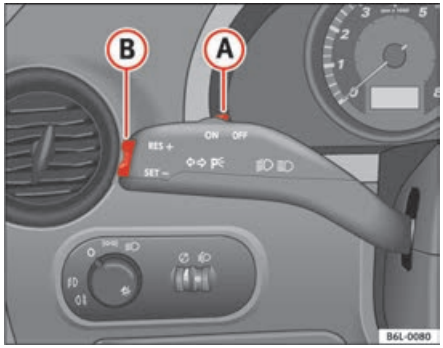

Fig. 108 Turn signal and main beam headlight lever switch and rocker switch for the cruise control
– Press the upper part **RES** of the rocker switch ⇒ fig. 108 (B) to increase the speed. The vehicle will continue to accelerate for as long as you keep the rocker switch pressed. When you release the switch, the new speed is stored.
Control of the set speed is switched off if you reduce speed by depressing the brake pedal. Reactivate the control by pressing once on the upper part of the rocker switch **RES+** ⇒ fig. 108 (B).